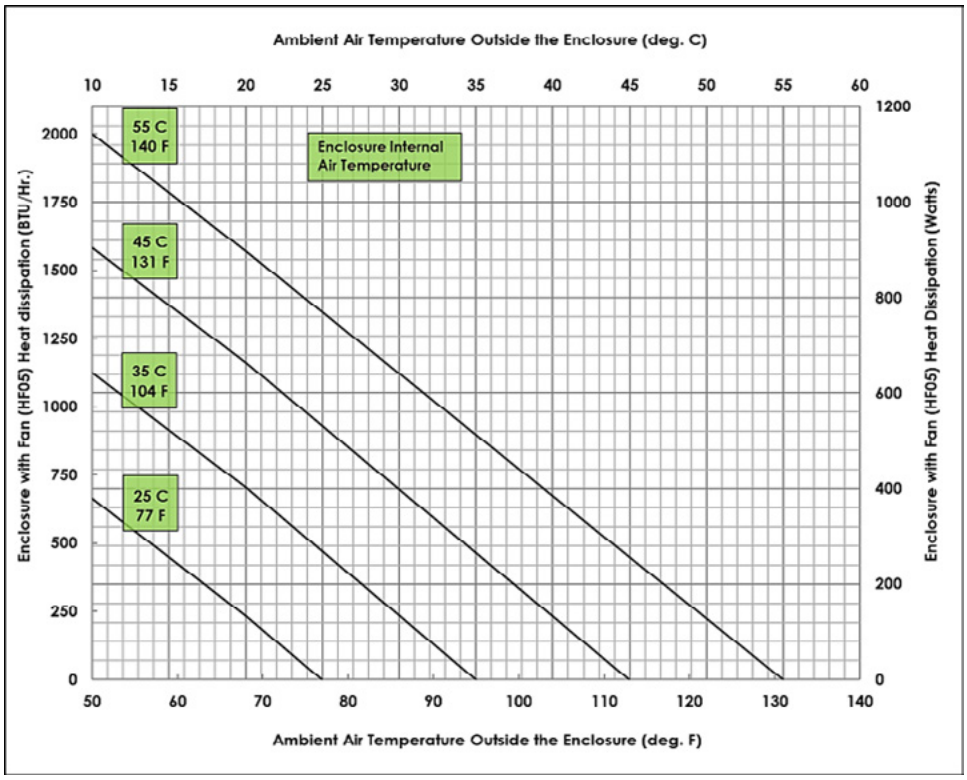

Figure 18:
5. Figure 18 provides the heat dissipation guide for a Panduit Z22 enclosure with an electronics cover and an HF05 fan with the IP54 filter kit.